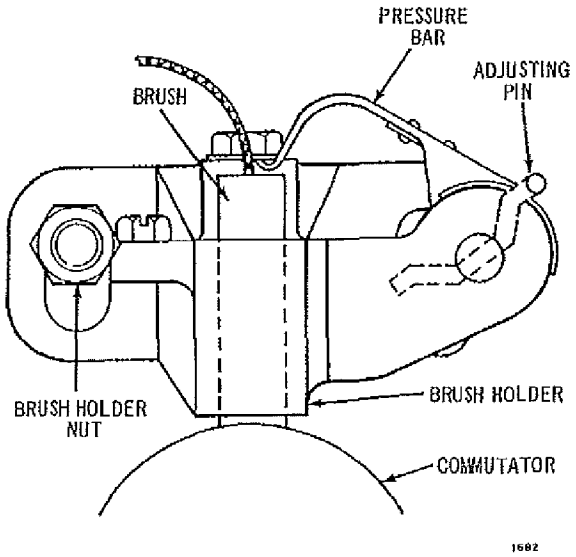

Figure 6-10. Brush Holder Assembly for DC Motors
1. Raise the pressure bar from the top of the brush and remove the brush from the brush holder. See Figure 6-10.